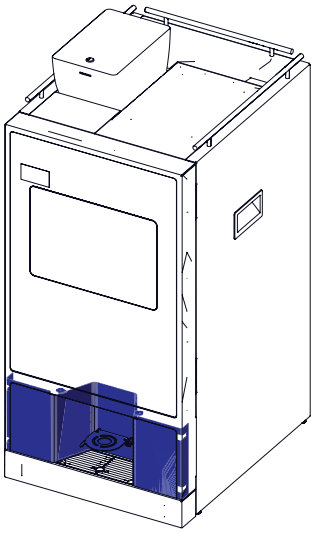

Рисунок 11.4
11.2.1.5 Лоток для стаканов (см.рис.11.4)